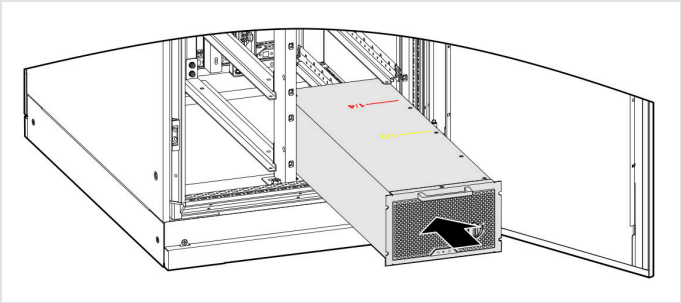

FIGURE 3-11 Sliding a module into its slot
3. Slide the module into the lowest free slot (Figure 3-11). Fit the modules from the bottom up.